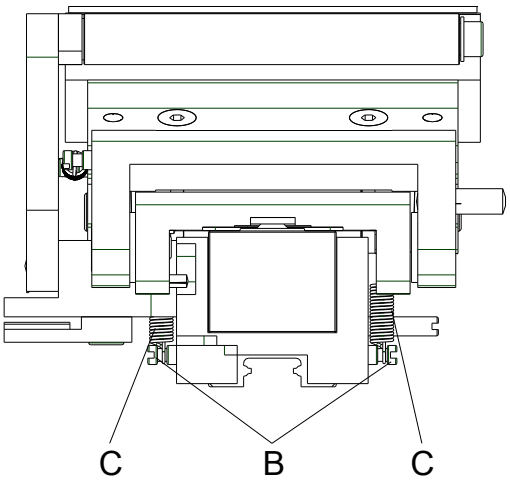

Abbildung 19
2. Beide Zugfedern (C, Abbildung 19) mit einer Pinzette von den Federpfeilern (B, Abbildung 19) schieben.